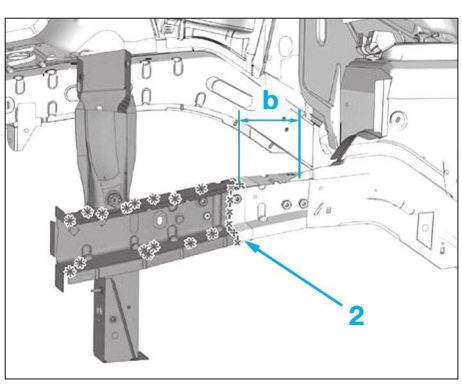

**FIG. 9**
• Découper les points du longeron (2) **(Fig.9)**.